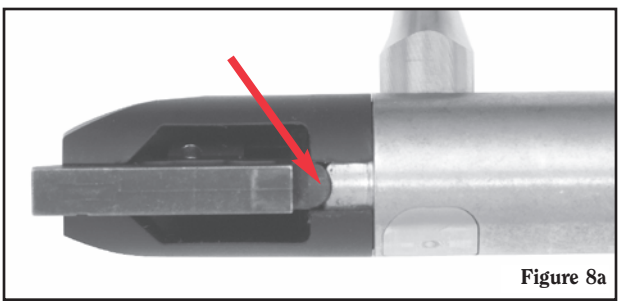

Figure 8a
a. Start with the bolt in the position shown in Figure 8a. You can see the lobe on the cocking piece is at rest inside the notch on the cam.